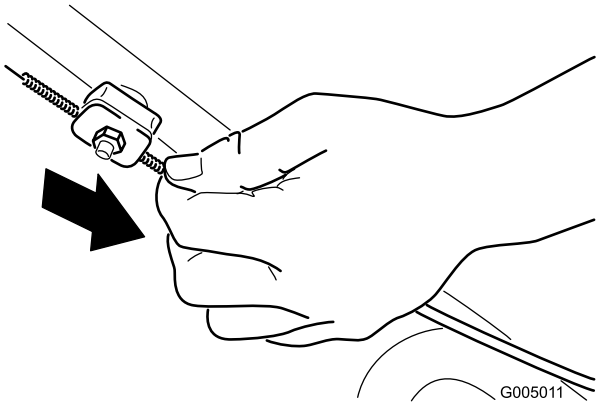

Figure 28
2. Tirez la gaine du câble vers le bas (vers la tondeuse) jusqu'à ce qu'il n'y ait plus de mou dans le câble (Figure 28).